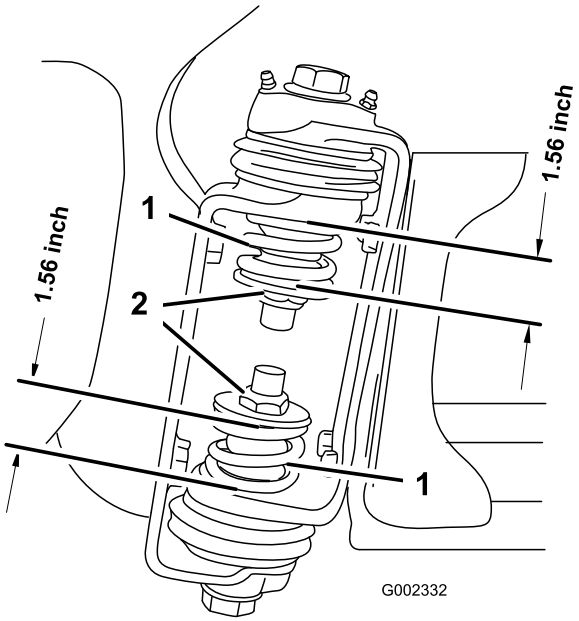

Figuur 3
3. Meet bij het spuitboomscharnier de compressie van de bovenste en de onderste veren als de spuitbomen zijn uitgeklapt (Figuur 3).